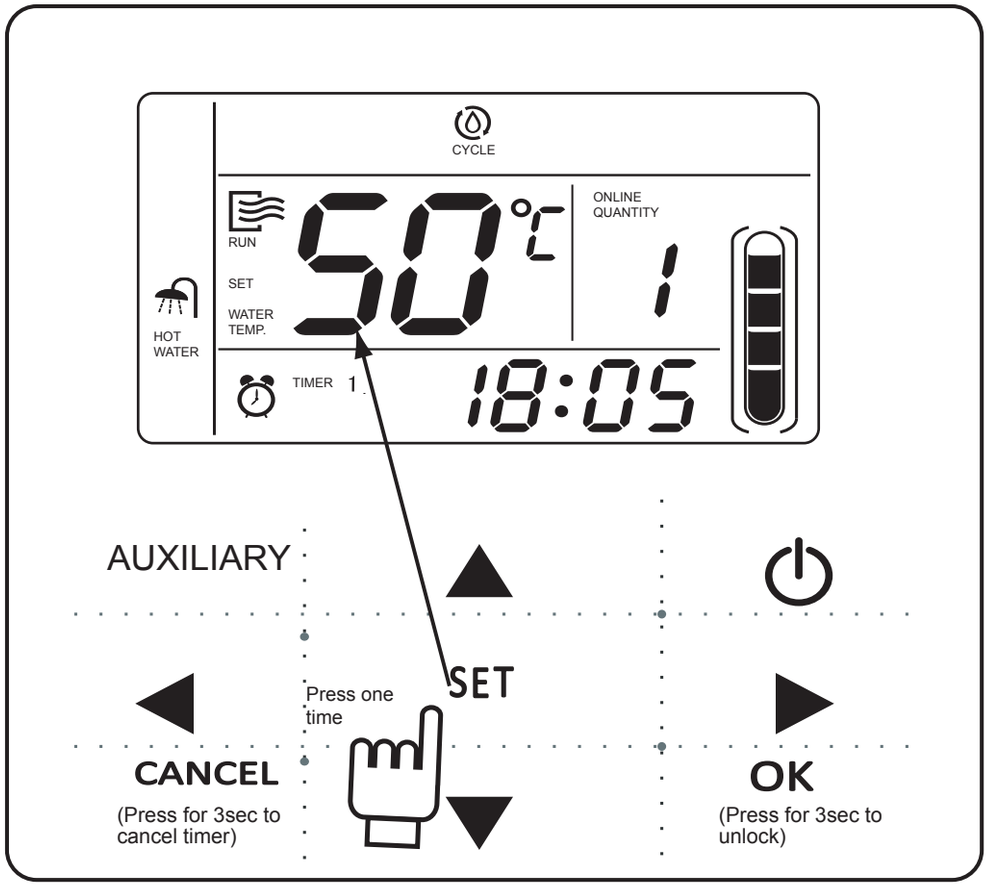
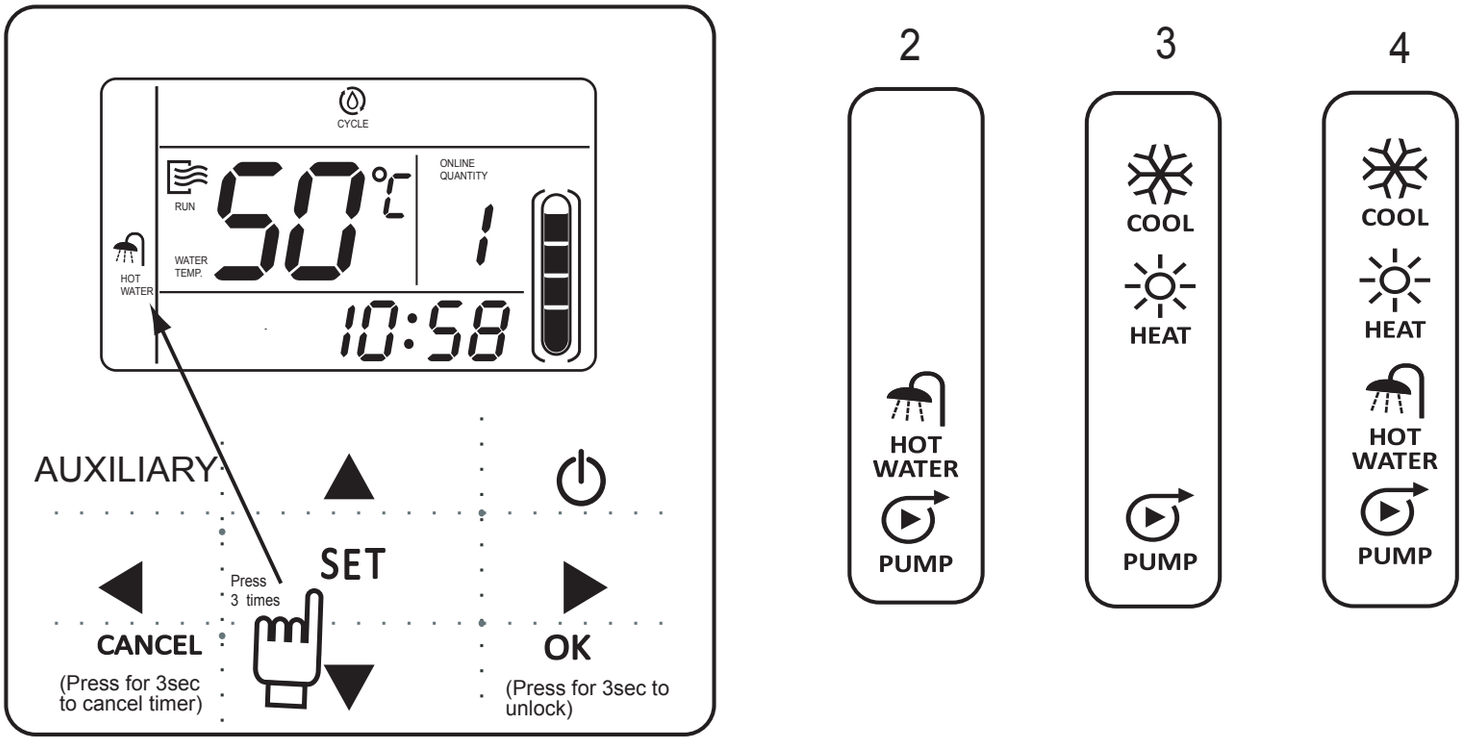
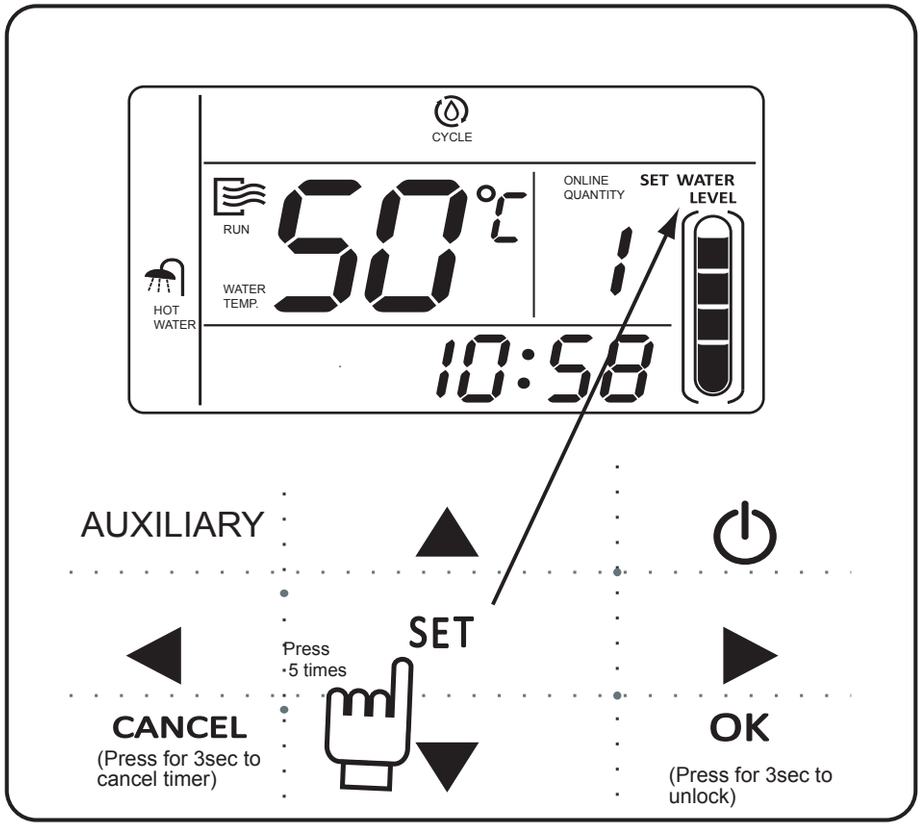

Fig.4-3
Fig.4-10
Fig.4-12
At this time the hour of the clock will flash, which means the current setting is the hour of Timer 1 “Off”, press the “▲” or “▼” to adjust, press “ ▶ ” key when finished, and then the minute of the clock will flash, which means the current setting is the minute of Timing 1 “Off”, press the “▲” or “▼” to adjust, press “ ▶ ” key when finished; then water temp. setting page of timer1 is shown(refer to Fig 4-3),press the “▲” or “▼” to adjust, press “▶ ” key when finished; then water level or operation mode page is shown according to the function of the main unit(refer to Fig 4-10 and Fig 4-12),press the “▲” or “▼” to adjust, press “ ▶ ” key when finished; then the LCD will display as the following:
Press “SET” key 3 times to enter the working mode setting when the main unit is off power. Press the “▲” or “▼” key to adjust , press “OK” key or wait for 7 seconds to confirm and back to the main page; During setting process pressing “CANCEL” key to exit without saving. The controller will show different working mode when it is applied to different main unit and set to 2,3,4 respectively. See fig.4-10.